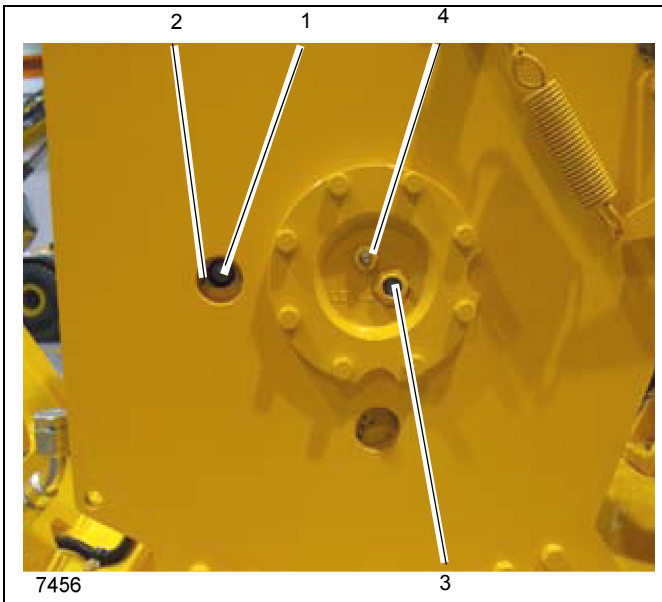

FIGURA 5-3
NOTA: Não alinhar o bujão de enchimento/dreno (1) com o furo de acesso superior (2) conforme mostrado na Figura 5-3 antes de verificar o nível do óleo pode resultar em uma leitura imprecisa.
1. Gire o tambor do guincho até que o bujão de enchimento/dreno (1) apareça no furo de acesso superior (2) mostrado na Figura 5-3.